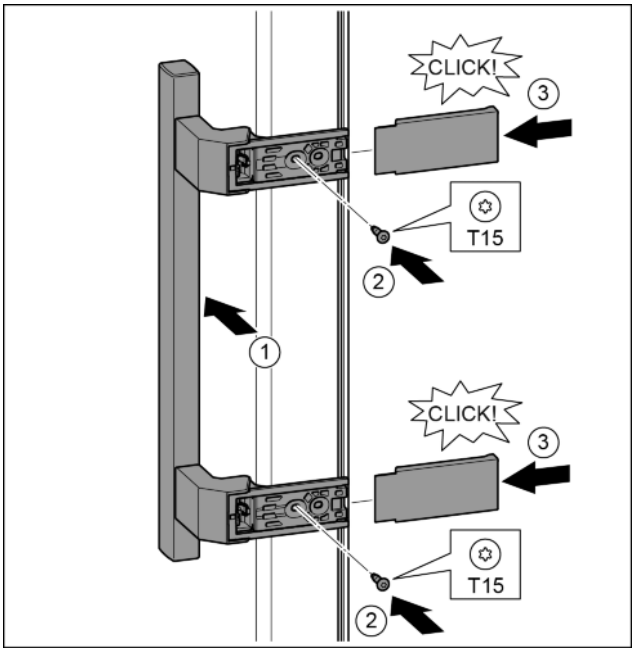

Fig. 19
- ▶ Poser la poignée sur le côté opposé. *Fig. 19 (1)*
- ▶ Serrer les vis avec un tournevis T15. *Fig. 19 (2)*
- ▶ Mettre en place les caches latéralement et les enfiler. *Fig. 19 (3)*